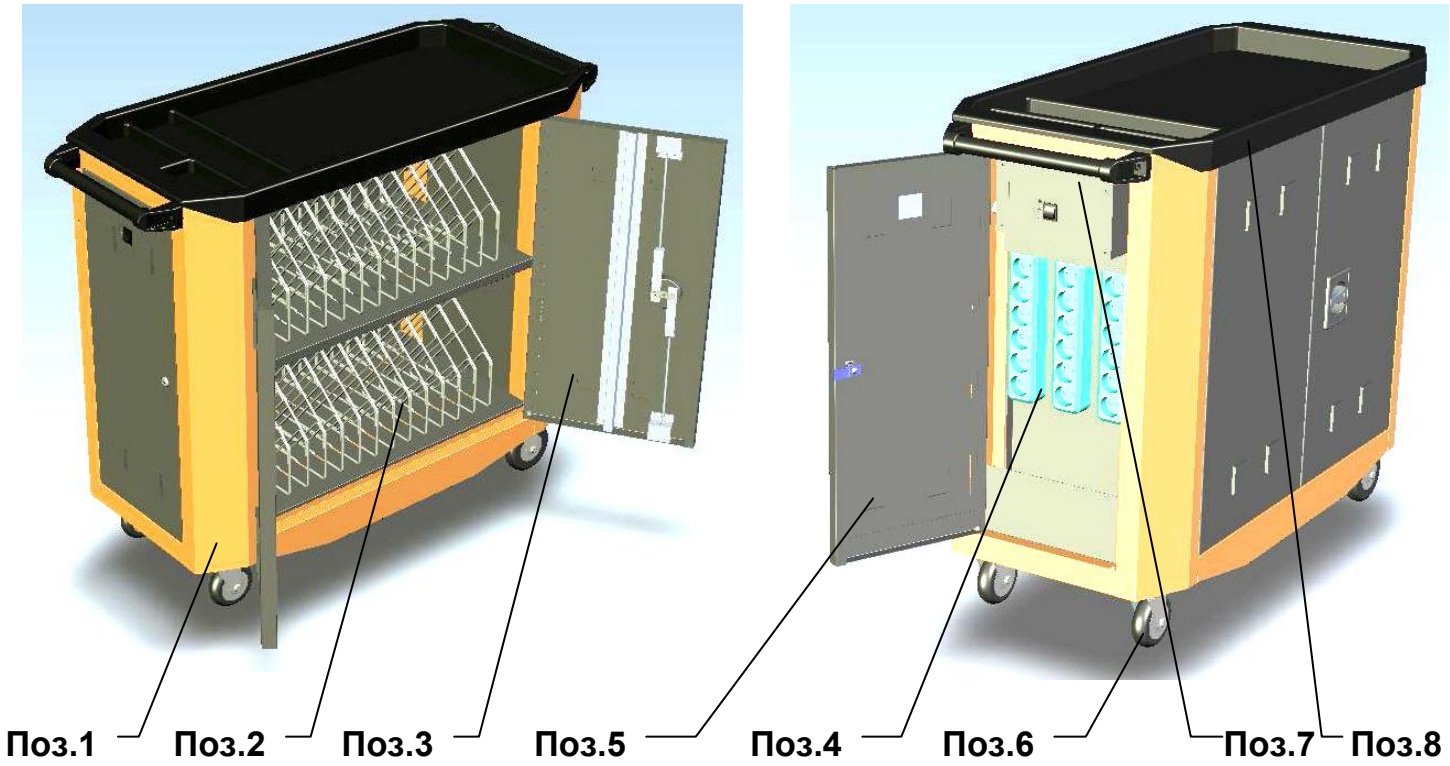

Рис. 1 Сейф передвижной для хранения и зарядки ноутбуков SchollBox
3.1. Сейф передвижной для хранения и зарядки ноутбуков (рис.1) состоит из металлического корпуса (поз.1). Внутри корпуса располагаются две полки (поз.2) с сетчатыми перегородками для размещения ноутбуков (максимум по 15 ноутбуков на каждой полке). Внутреннее отделение закрывается двумя дверьми (поз.3) с ригельным замком. Сетчатые перегородки съемные, позволяющие оптимально организовать внутреннее пространство, при количестве ноутбуков менее 30 штук.